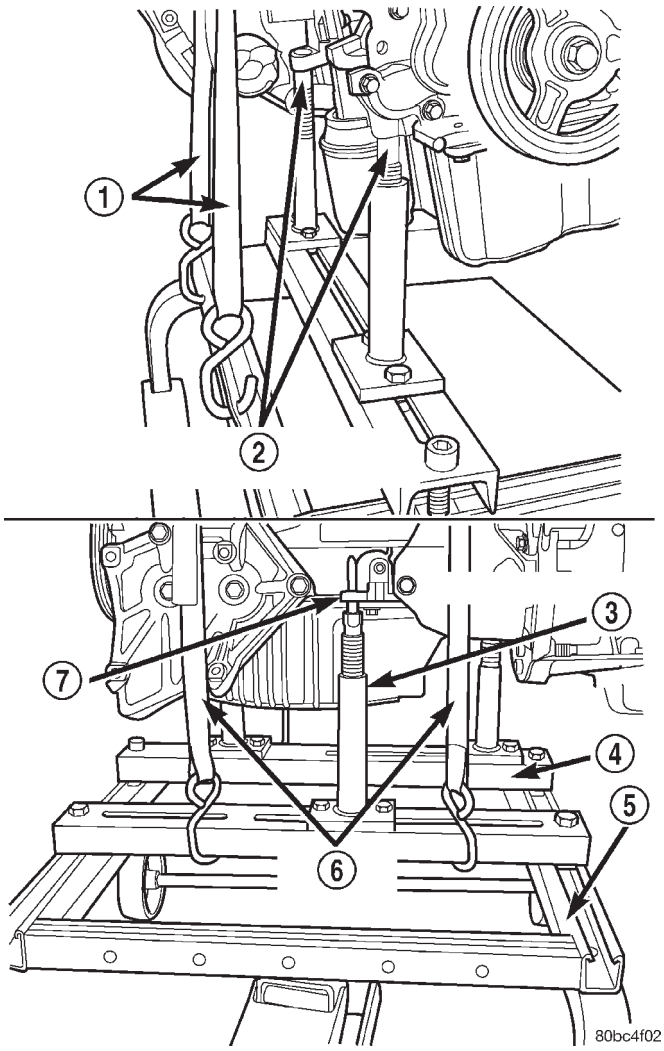

Abb. 26 Anbringen der Halterungen/Motorheber
(19) Fahrzeug anheben und Spritzschutz rechts demontieren.
(20) Motoröl ablassen.
(21) Vorderräder demontieren.
(22) Achswellen demontieren. Näheres hierzu siehe entsprechenden Arbeitsgang in Kapitel 3, “Differential und Antriebsstrang”.
(23) Auspuffleitung vom Auspuffkrümmer abmontieren.
(24) Steckverbinder von der nachgeschalteten Lambdasonde abziehen.
(25) Untere Torsionsstrebe demontieren.
(26) Manschette demontieren. Näheres hierzu siehe entsprechenden Arbeitsgang in diesem Abschnitt.
(27) Fahrzeug absenken und Klimakompressor demontieren.
(28) Fahrzeug vorsichtig so weit anheben, daß die Spezialwerkzeuge 6135 und 6710 unter dem Fahrzeug angesetzt werden können.
(29) Motorhalterungen am fahrbaren Motorheber lösen, damit ausreichend Freiraum vorhanden ist, um die Führungsbohrungen und Flansch an der Grundplatte/Kurbelgehäuse auszurichten. Fahrzeug absenken, bis der Motor auf den Halterungen des fahrbaren Motorhebers aufliegt. (Abb. 26). Motorhalterungen am Motorheber festziehen. So können sich die Motorhalterungen nicht verschieben, während Motor oder Getriebe ein- oder ausgebaut werden.
(30) Haltebänder um Motor und Motorheber legen (Abb. 26). Haltebänder festziehen und in der Einbaulage arretieren.